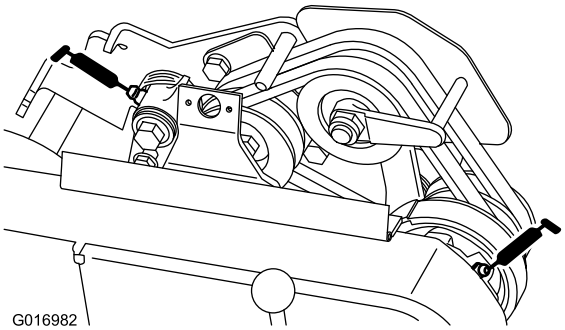

Figur 20
- to på mellomremsskivene (Figur 20).